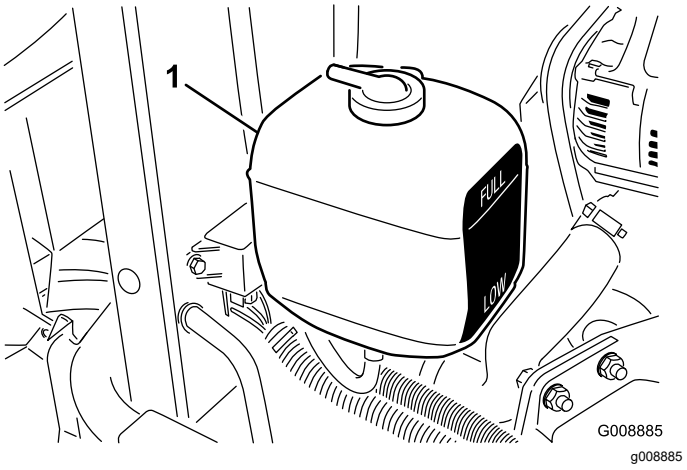

Figur 31
2. Kontroller kølervæskestanden i ekspansionsbeholderen (Figur 31). Med en kold motor skal kølervæskestanden være ca. midt imellem mærkerne på siden af beholderen.